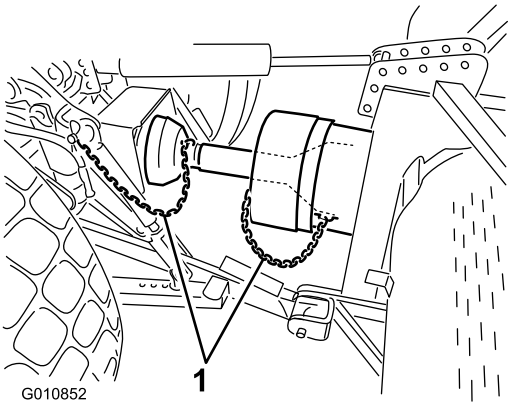

Figur 19
6. Tilslut sikkerhedsafskærmningskæderne til kraftudtagsskærmen og traktorens beslag (Figur 19). Sørg for, at kæderne forbliver slække, når dybdelufteren hæves eller sænkes.